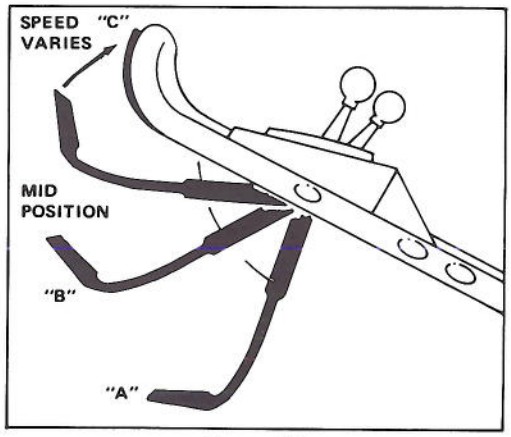

Figure 11
5. BLADE AND TRACTION OPERATION (Fig. 11) — Move control bar down to "A" and raise to engage blade "B". Move ground speed control to desired setting and squeeze control bar against handle "C" to drive. Ground speed varies, depending on space between control bar and handle. To disengage traction drive, but keep blade engaged, gradually release control bar to mid position. To self-propel with blade disengaged, simply squeeze control bar against handle, eliminating downward movement necessary for blade engagement.